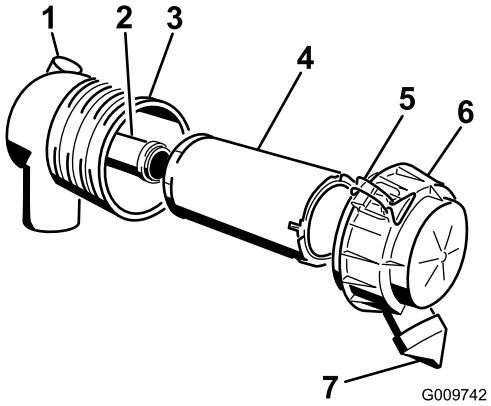

**Figuur 30**
**Belangrijk: Geef het luchtfilter uitsluitend een onderhoudsbeurt als de onderhoudsindicator rood is (Figuur 30). Als u het luchtfilter vervangt voordat dit nodig is, wordt alleen maar de kans vergroot dat er vuil in de motor komt als het filter wordt verwijderd.**
4. Maak de sluitingen op het luchtfilter los en trek het luchtfilterdeksel van de luchtfilterbehuizing (Figuur 30).
1. Schuif het filter voorzichtig uit de luchtfilterbehuizing (Figuur 30). Zorg ervoor dat u niet met het filter tegen de zijkant van de luchtfilterbehuizing stoot.
4. Als u het veiligheidsfilter vervangt, schuif dan voorzichtig het nieuwe filter in de filterbehuizing (Figuur 30).
5. Schuif het voorfilter op het veiligheidsfilter (Figuur 30). Zorg ervoor dat het filter volledig vastzit door de buitenring van het filter tijdens de montage aan te drukken.
6. Monteer het luchtfilterdeksel met de kant met het opschrift UP naar boven gericht en maak de sluitingen vast (Figuur 30).